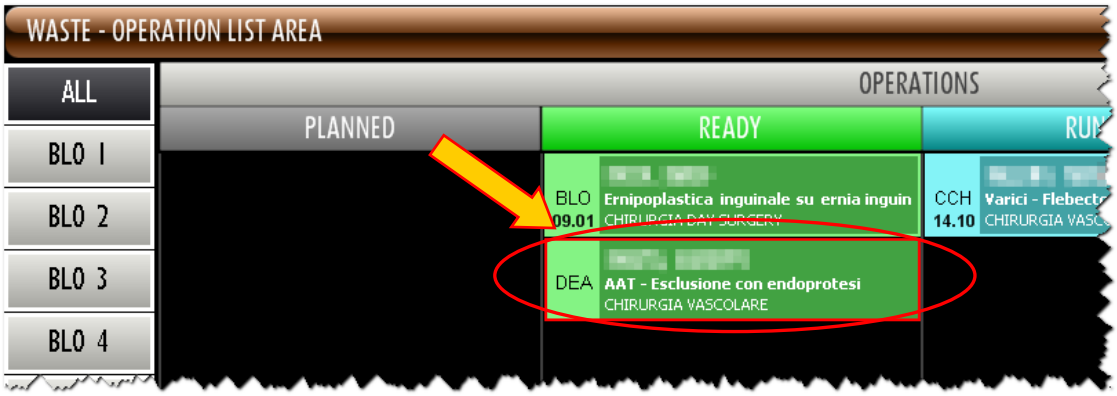

Fig 156 - Operation-rectangle
- click the box corresponding to the operation (Fig 156).